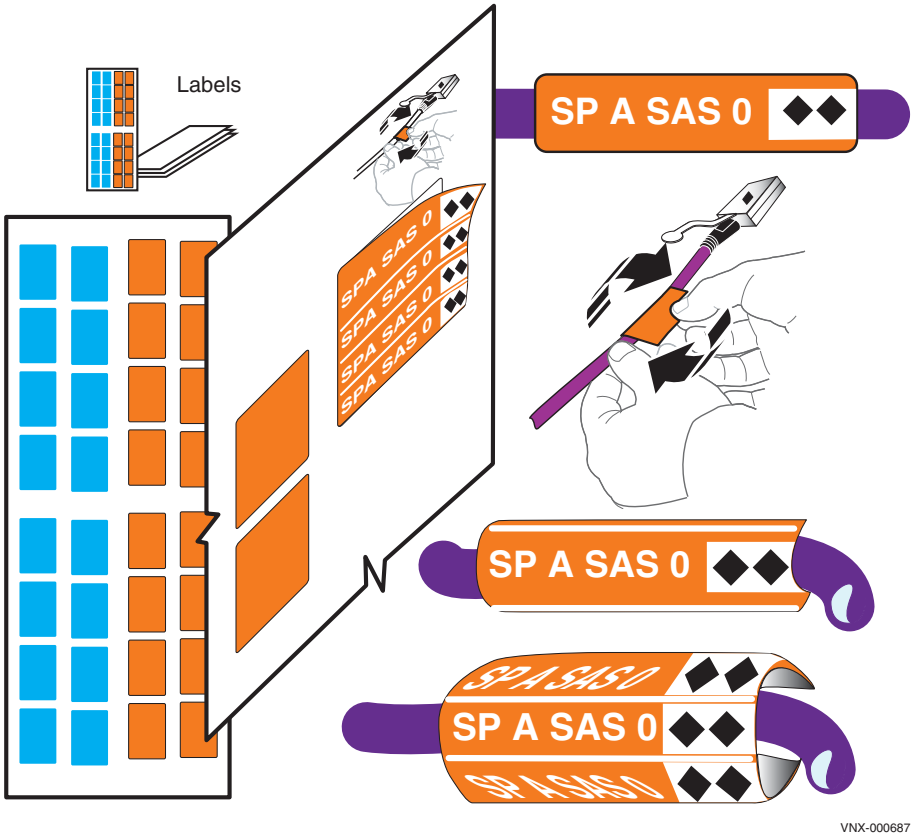
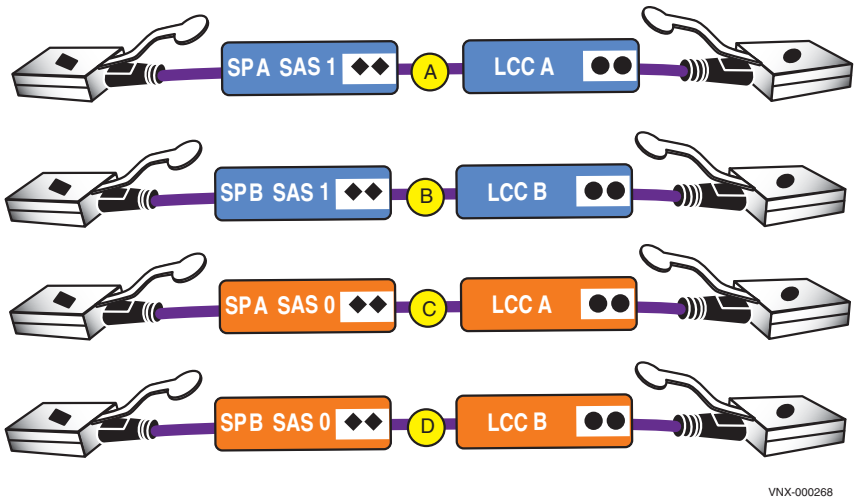
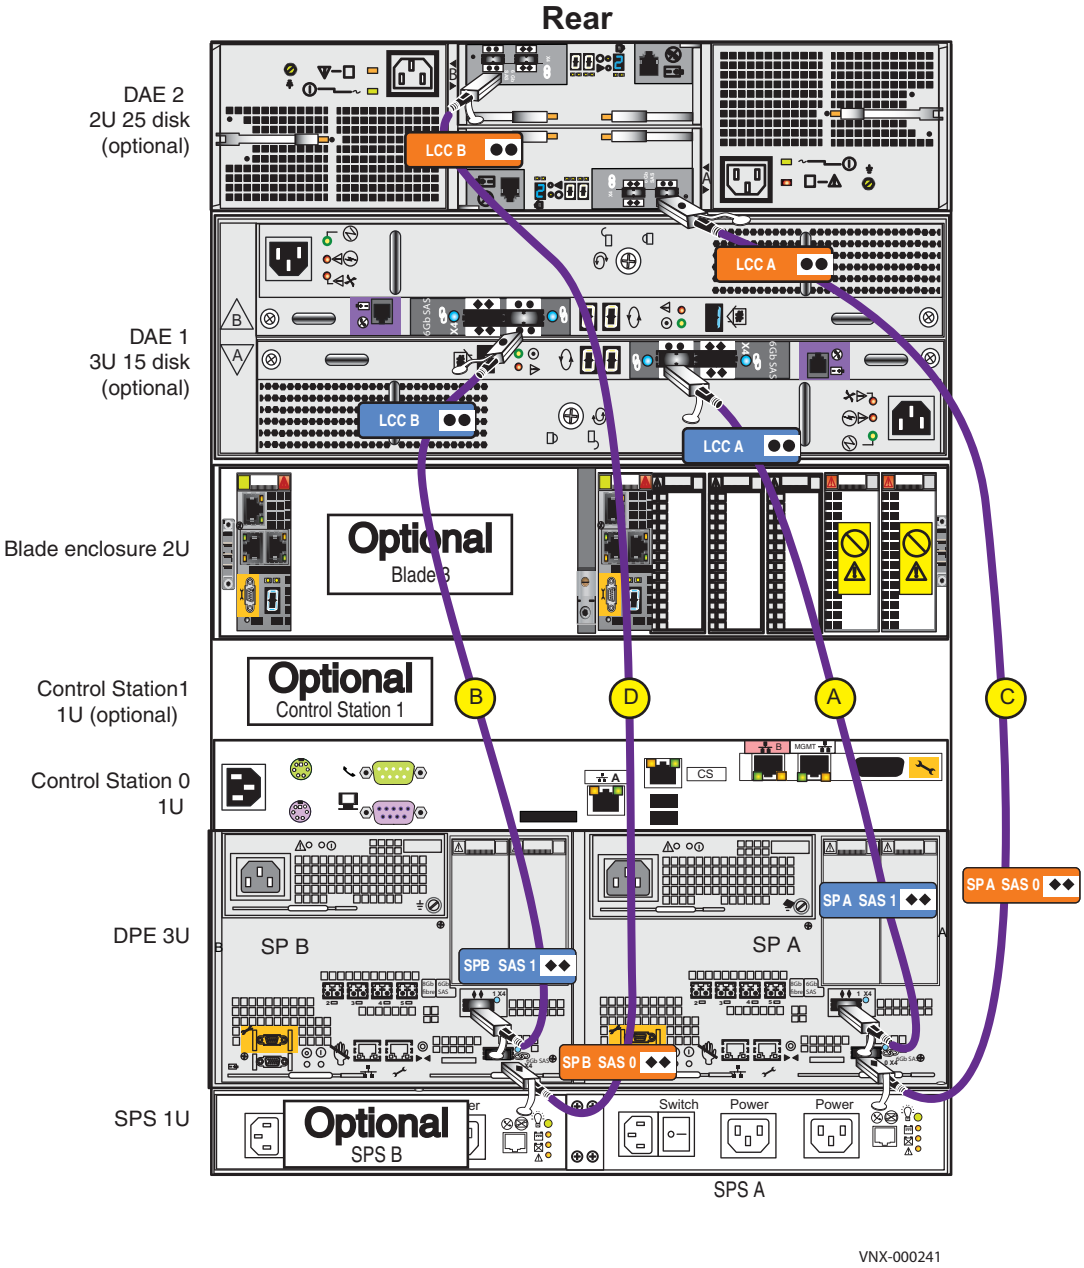

**Figure 36** Attach labels to the SAS cables
**Figure 39** SAS cables for thee first two DAEs
**Figure 40** Connecting SAS cables
b. Attach the cable labels by matching the icons on the connectors with the icons on the labels as shown in Figure 36 and Figure 39 on page 48.
1. Locate one pair of cables for each DAE as shown in Figure 39.
For steps 2 to 5, connect the following cables by matching the diamonds ◆◆ and ●● circles on the DAEs with the diamond ◆ and circle ● on the cable connectors as shown in Figure 39 on page 48 and Figure 40. Ensure the cables lock into place.